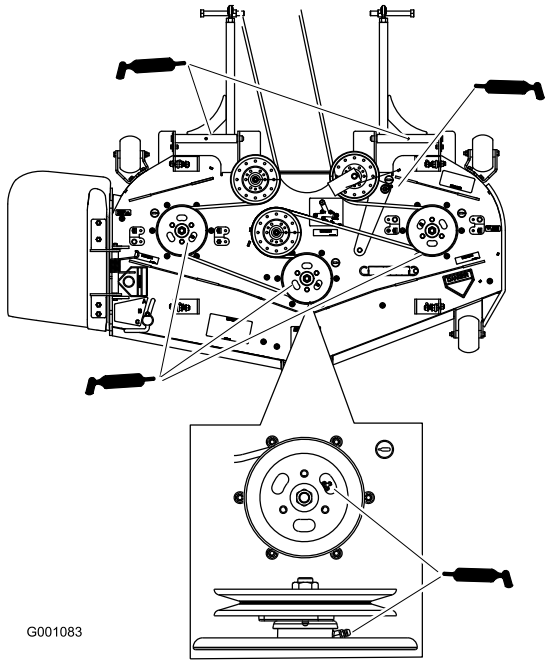

Figur 30
4. Smør de tre spindellejer under remskiverne, indtil der kommer fedt ud af de nederste tætninger (Figur 30).
5. Smør styrearmen på plæneklipperskjoldet (Figur 30).
6. Smør fittingerne på løftearmene (Figur 30).